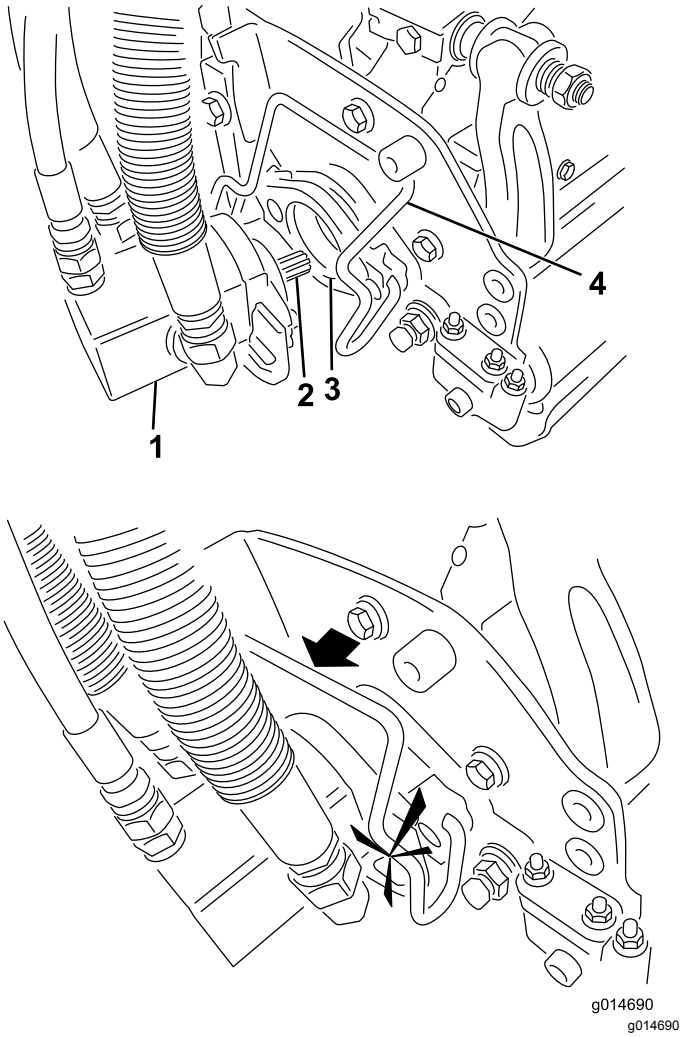

Figur 44
5. Kom rent smørefedt på notakslen på klippeenhedens motor (Figur 44).
6. Sæt motoren ind i klippeenhedens venstre side (set fra førersædet), og træk motorens holdestang på klippeenheden i motorens retning, indtil du hører et klik fra begge sider af motoren (Figur 44).